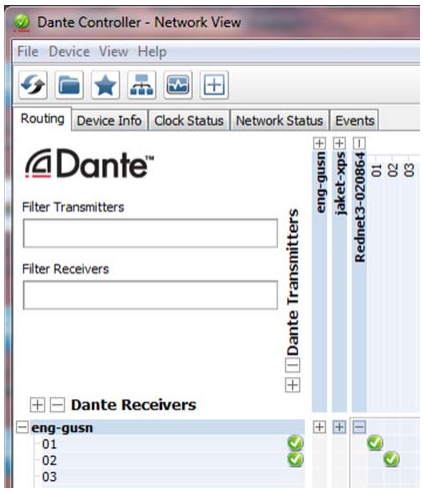

FIGURE 14. REDNET 3 TO ENG-GUSN PC (DANTE VIRTUAL SOUNDCARD) AUDIO STREAMS (DETAIL)
4. [For the Dante Virtual Soundcard]. Locate the PC (eng-gusn in this example) on the list under Dante Receivers and click the small + box that appears next to it. This will open the channels for the Dante Virtual Soundcard running on the PC. See Figure 14.
7. [For the Dante Virtual Soundcard]. Connect the PC (eng-gusn in this example) channels to the RedNet 3 channels by clicking with the mouse in the square where the two channels intersect. See Figure 14.